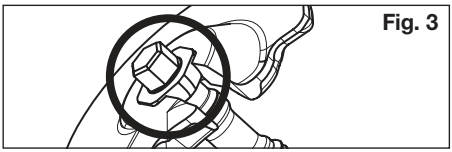

Fig. 3
- Inserire dall'alto ① la calotta a testa esagonale dell'albero filettato nell'alloggiamento della piastra di compressione superiore. **Fig. 3**.
- Controllare il corretto posizionamento della calotta a testa esagonale **Fig. 3**.